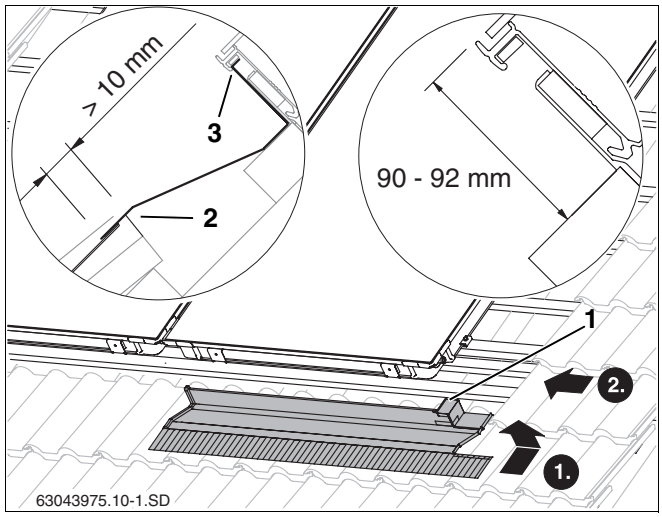
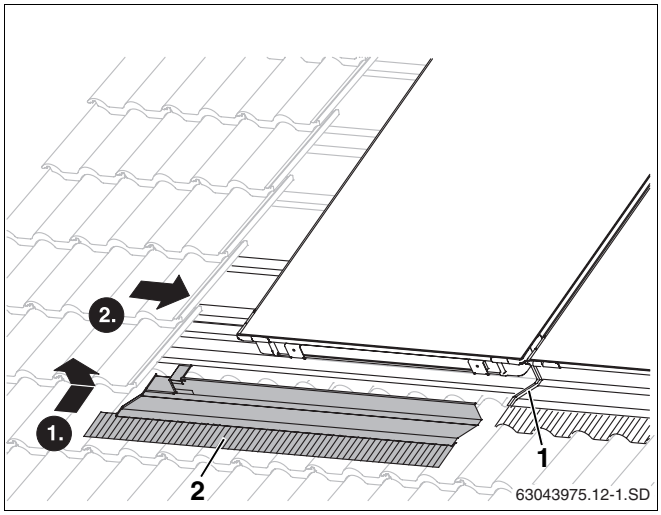

Abb. 43 Rechtes Abdeckblech unten
Abb. 46 Montage des linken unteren Abdeckbleches
- Rechtes Abdeckblech mit der Kante oben in die Griffmulde des Kollektors stecken (Abb. 43, **Pos. 3**).
- Abdeckblech so an den Kollektor schieben, dass auch die rechte kurze Kante (Abb. 43, **Pos. 1**) oben in die Griffmulde des Kollektors greift.
Das Abdeckblech muss min. 10 mm auf der Pfanne aufliegen (Abb. 43, **Pos. 2**).
- Linkes Abdeckblech (Abb. 46, **Pos. 2**) auf das vorherige legen und wie das rechte montieren (Abb. 43).
Schutzfolie vom Kleber der Abdeckbleche (Abb. 46, **Pos. 1**) erst abziehen, wenn alle Bleche angeschraubt sind.